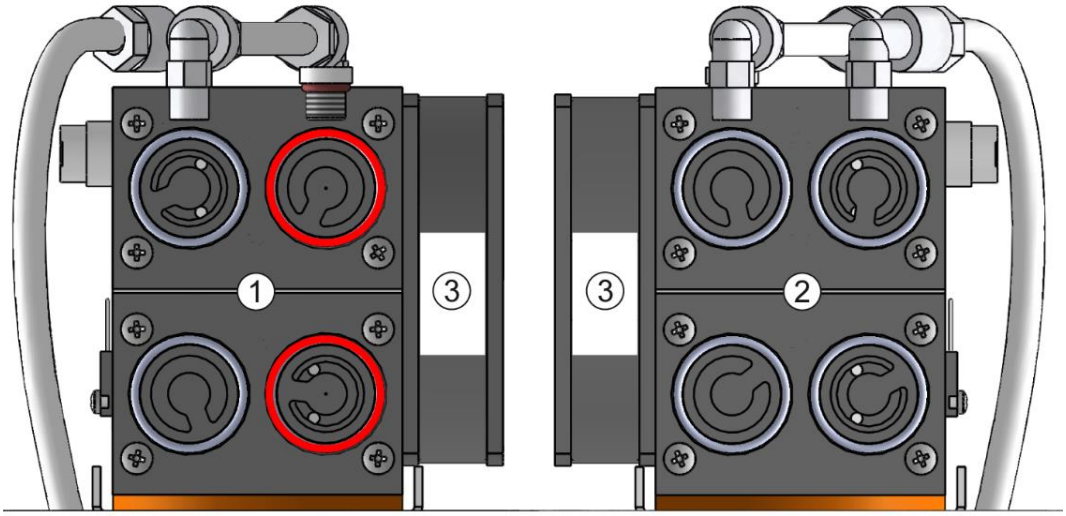

Abb. 8.7 – Ventilanaordnung: 1. Stufe (Ansicht links), 2. / 3. Stufe (Ansicht rechts)
- Membranen (A) nach innen drücken, so dass sie eingewölbt sind.
- Einsetzen der O-Ringe (C) in die kreisförmigen Nuten des Pumpenkopfs (B).
- Ventile (D) zentriert in die O-Ringe (C) auflegen. Die glatten Seiten der Ventile müssen zur Dichtfläche im Anschluss-/Pumpenkopf ausgerichtet werden.
- Ventilanordnung beachten; siehe Abbildung (Abb. 8.7)